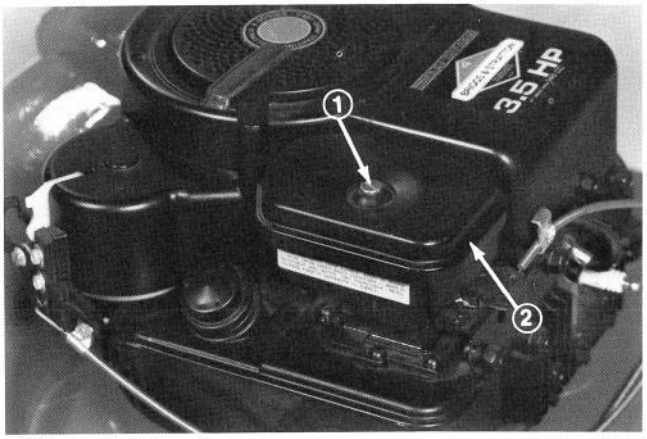

Figure 29
2. Remove screw and cover to expose air cleaner. Remove cover (Fig. 29) and clean dirt from inside and outside surfaces.
4. Install cover on air cleaner body and assure cover and element form a seal. Mount air cleaner assembly on top of carburetor with long screw (Fig. 29).